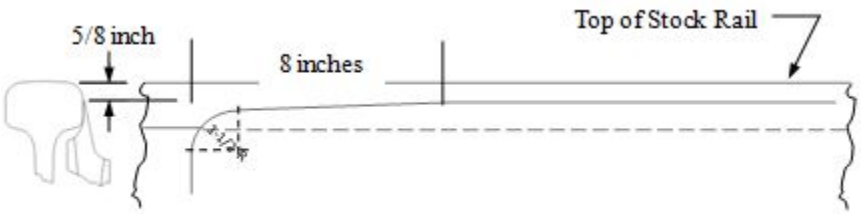

Figure 106G *Finished Switch Point*
2. Ensure the top of the point tapers back so that the first 8 inches of the point will not carry any load. (See Figure 106G)